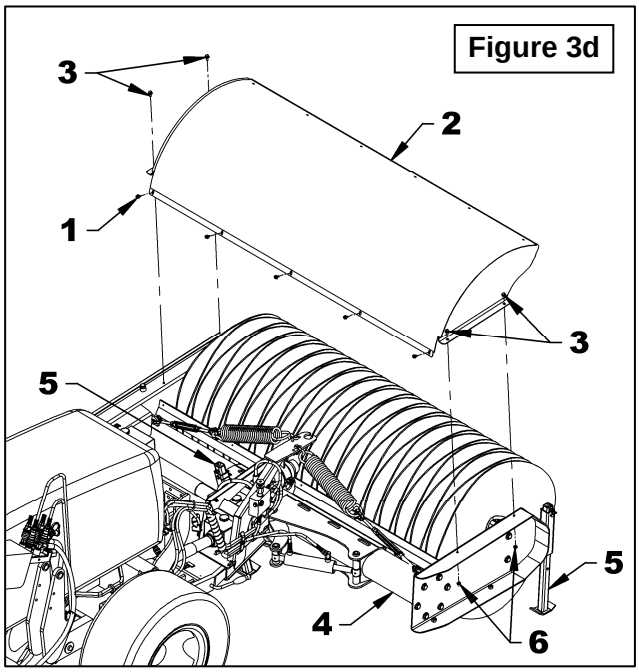

Figure 3d
5. **Figure 3d:** Detach the brush cover (item 2) by removing the five 5/16"NC x 1/2" lg serrated flange bolts, the four 5/16"NC x 3/4" lg serrated flange bolts and the two 5/16"NC serrated flange nuts (items 1-3-6).
16. **Figure 3d:** Reinstall the brush cover (item 2) with the five 5/16"NC x 1/2" lg serrated flange bolts, the four 5/16"NC x 3/4" lg serrated flange bolts and the two 5/16"NC serrated flange nuts (items 1-3-6).